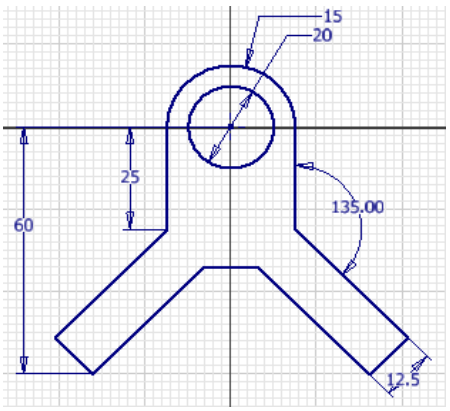

Figure 3-34 *The final dimensioned sketch for Tutorial 2*
1. Choose **Dimension** from the **Constrain** panel of the **Sketch** tab and select the circle. Place the diameter dimension below the arc dimension. Enter **20** in the **Edit Dimension** edit box and then press Enter. This completes the sketch for Tutorial 4. The final dimensioned sketch is shown in Figure 3-34.